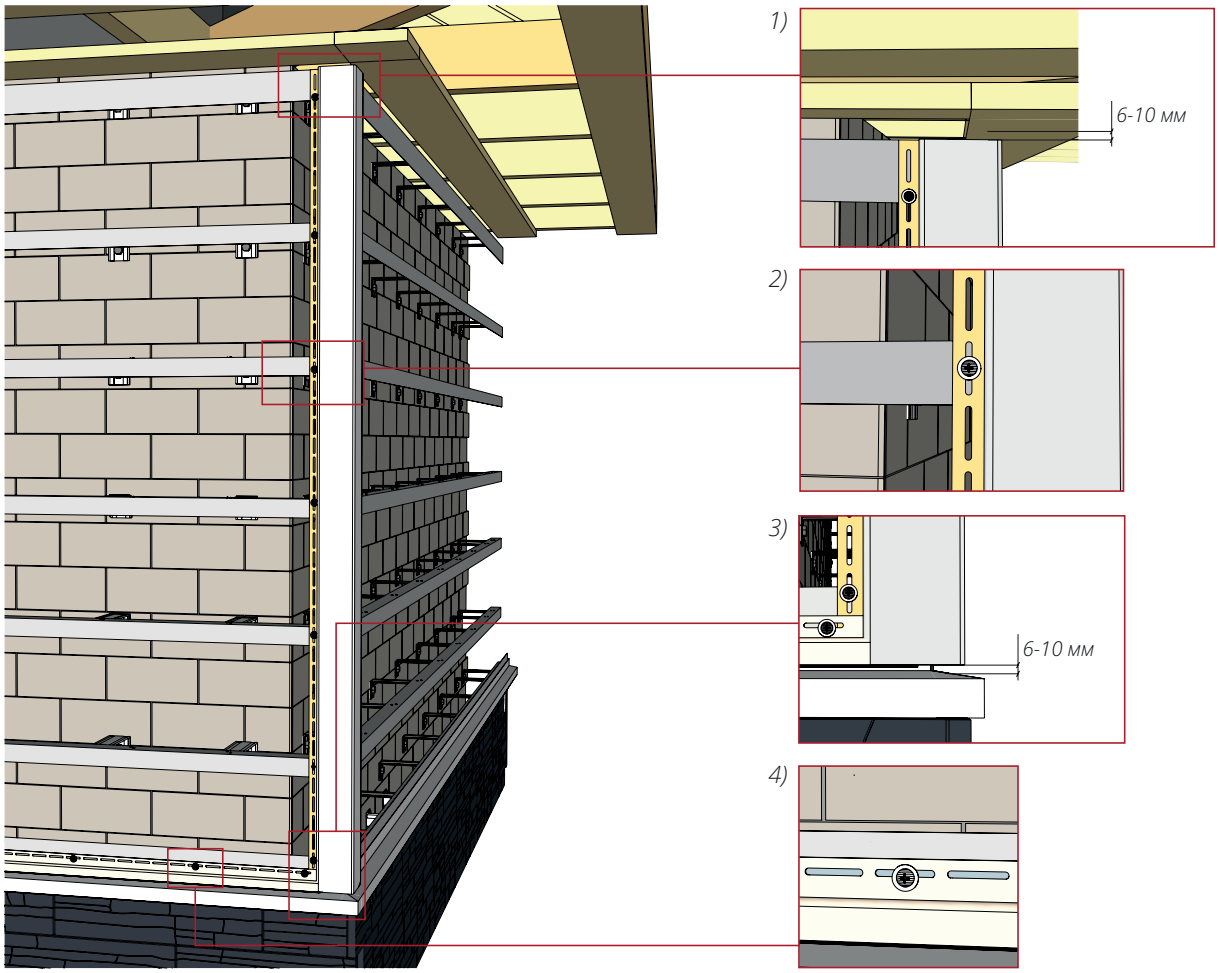

Рисунок 21
12.1 Смонтируете угол, вывесив его в верхней части, согласно пункту 6.4, соблюдая общие правила монтажа (рис. 21).
12.7 Смонтируете внутренний угол, состоящий из двух J-профилей, вывесив его в верхней части, согласно пункту 6.4, с соблюдением общих правил монтажа. Монтаж аналогичен наружному углу (рис. 21).